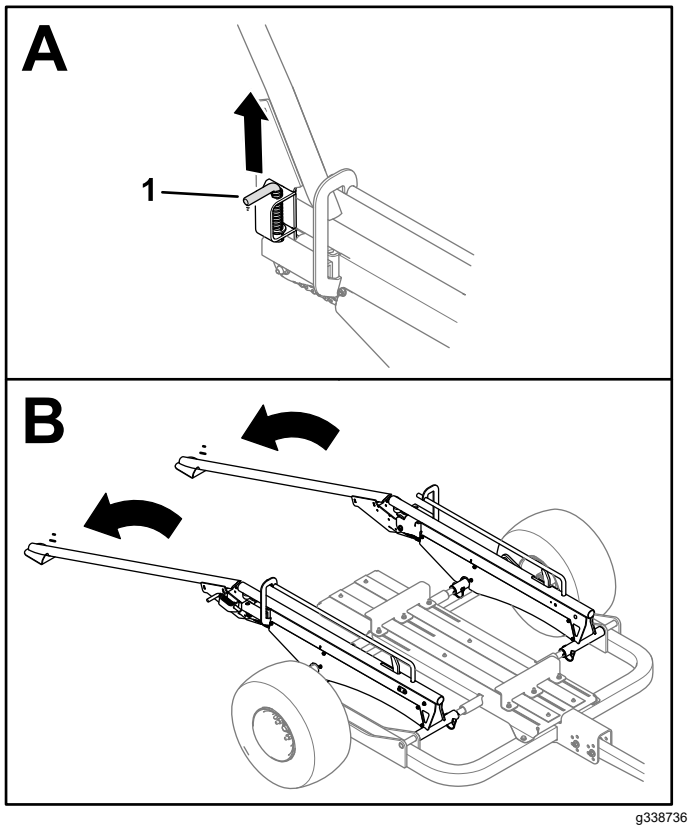

Figuur 28
2. Trek aan weerszijden van de aanhangwagen aan de vergrendelpennen om de rails of oprijplaten los te maken, en laat ze neer op de grond (Figuur 28).